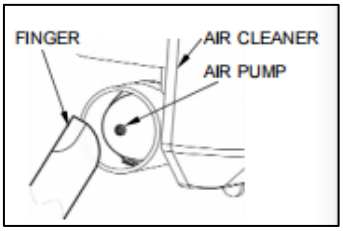

Figure 11A
- When starting cool engine please press the air pump 1 to 3 times Figure 11A